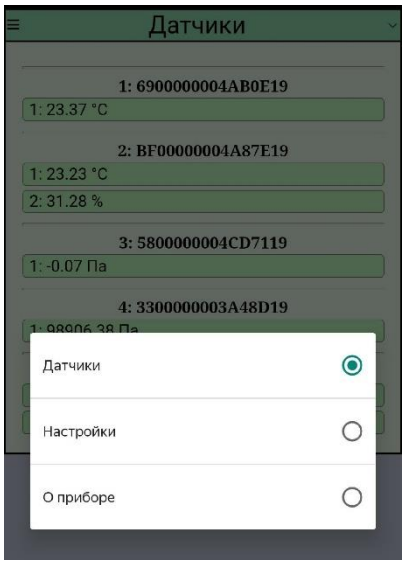

Рисунок 11 – Разделы меню веб-интерфейса прибора
2.8.4.1 В верхней части экрана указан текущий раздел меню. По нажатию на название текущего раздела открывается меню с выбором других разделов (рис. 11).